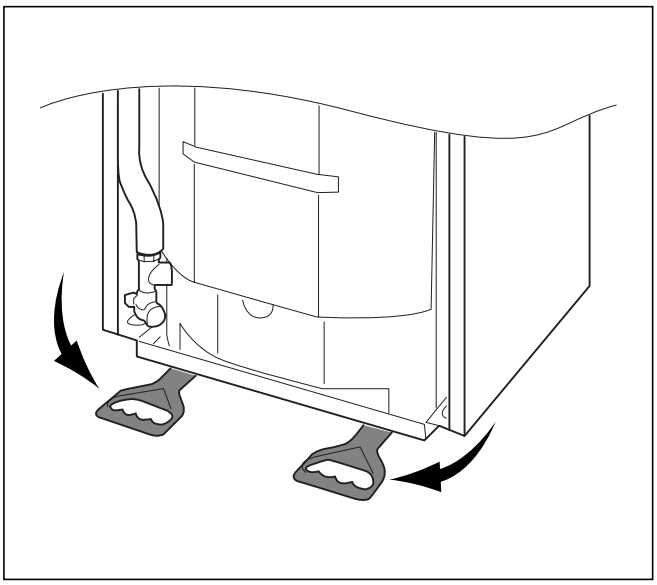

Abb. 4.2 Tragegriffe
- Greifen Sie unter das Gerät und drehen Sie die Tragegriffe nach vorn (siehe Abb. 4.2). Achten Sie darauf, dass die Stellfüße bis zum Anschlag festgeschraubt sind.